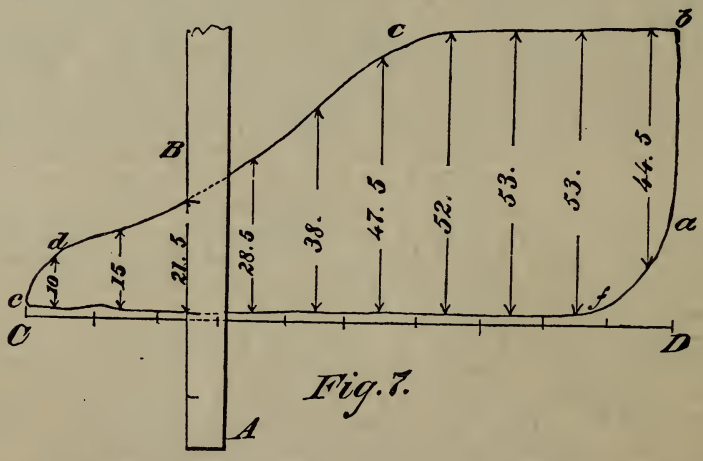

Fig. 7.
when the tension of the string is relaxed. Now, suppose that the indicator is attached to the cylinder of an engine, and the cord is fastened to some moving part, so that when the engine makes a stroke it causes the barrel carrying the paper to revolve, and on the return stroke the coiled spring in this paper barrel makes it turn back to its original position. Meanwhile the steam in the cylinder is pressing on the piston of the indicator, forcing it up a distance corresponding to the pressure, so that if the pencil is allowed to touch the paper, it will trace out a line which represents the pressure, and this line is called an *indicator diagram.* Such a diagram is shown in Fig. 7. The atmospheric line, *C D*,
V. *How to ascertain the mean effective pressure from a diagram.* —Fig. 7.